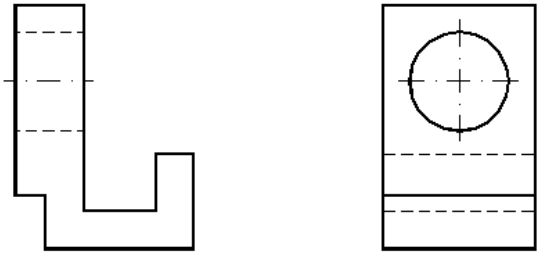

Fig. 4.15
8. Folosind posibilitățile de editare oferite de comanda **PEDIT**, vom „îngroşa” muchiile vizibile la o grosime 0.5 (mm) (fig.4.15). În cazul cercului din proiecția